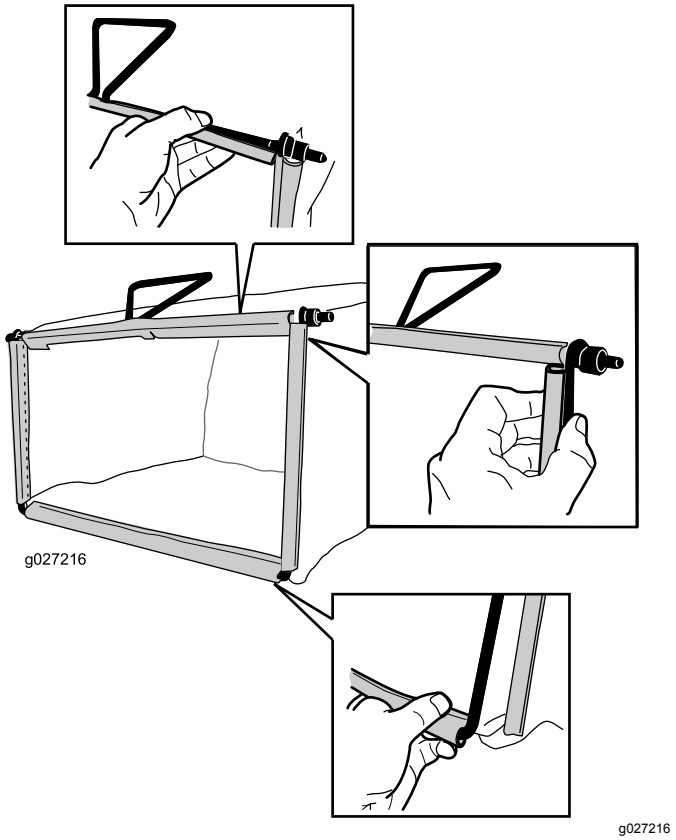

Figuur 8
2. Haak het onderste kanaal van de grasvanger over de onderzijde van het frame (Figuur 8).
3. Haak het bovenste en de zijkanalen van de grasvanger achtereenvolgens over de bovenzijde en de zijkanten van het frame (Figuur 8).